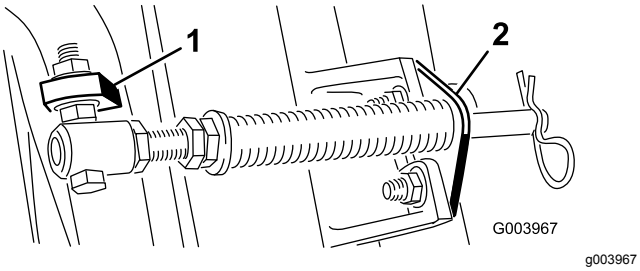

Figuur 6
Opmerking: Plaats de kop van de bout aan de buitenkant van de lip, zoals wordt getoond in Figuur 6.
D. Monteer de stangbeugel op de lipjes van het maaidek; gebruik hierbij de slotbouten en moeren (Figuur 6).